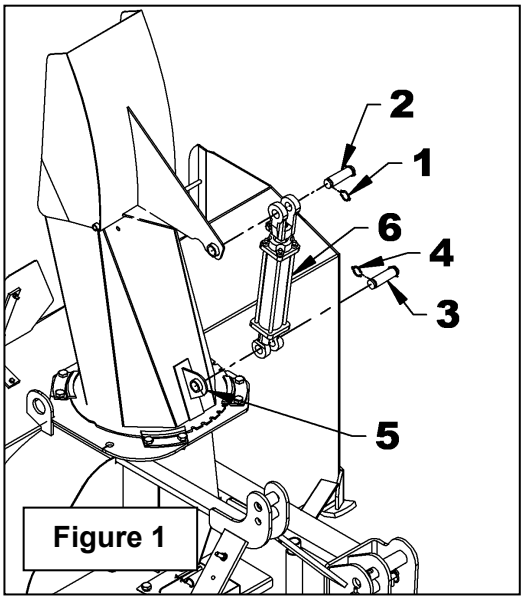

Figure 1
1. **Figure 1:** Remove a circlip (items 1-4) from each cylinder pin (items 2-3) and remove the pins. Placing the hydraulic ports in the position shown on figure 12, attach the fixed end of the cylinder (item 6) to the chute base (item 5) and the rod end to the upper chute bracket with the pins and circlips (items 1-2-3-4).